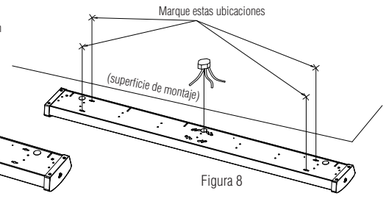

Figura 8
2. Con una mano alinee los orificios con la ubicación del cable de suministro en el lugar de montaje, mientras marca la ubicación de las cuatro ranuras de los orificios en cada extremo de la caja (Figura 8).